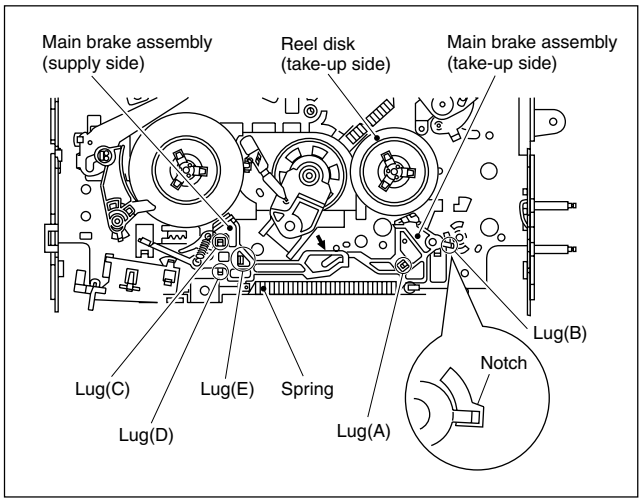

Fig. 2-2-20a
(1) Move the main brake assembly (take-up side) in the arrow-indicated direction and remove the reel disk (take-up side).
(2) Remove the spring attached to the main brake assembly.
(3) Remove the lug (A) of the main brake assembly (take-up side) and pull out the lug (B) after bringing it into alignment with the main deck notch.
(4) Remove the lugs (C), (D) and (E) of the main brake assembly (supply side) from the main deck and pull them off. (See Fig.2-2-20a.)